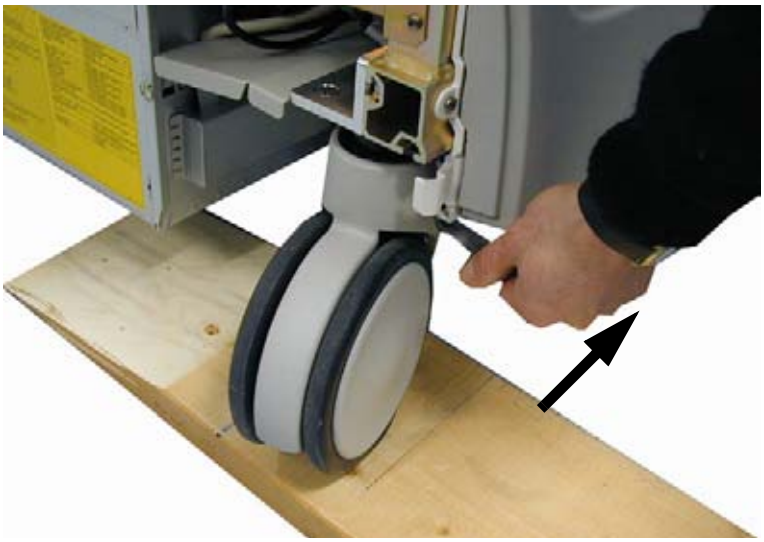

Figure 8-91 Activate Rear Brakes
6.) Turn the Rear Caster that stands on the Bevel Edged Board in the direction as shown in Figure 8-91.